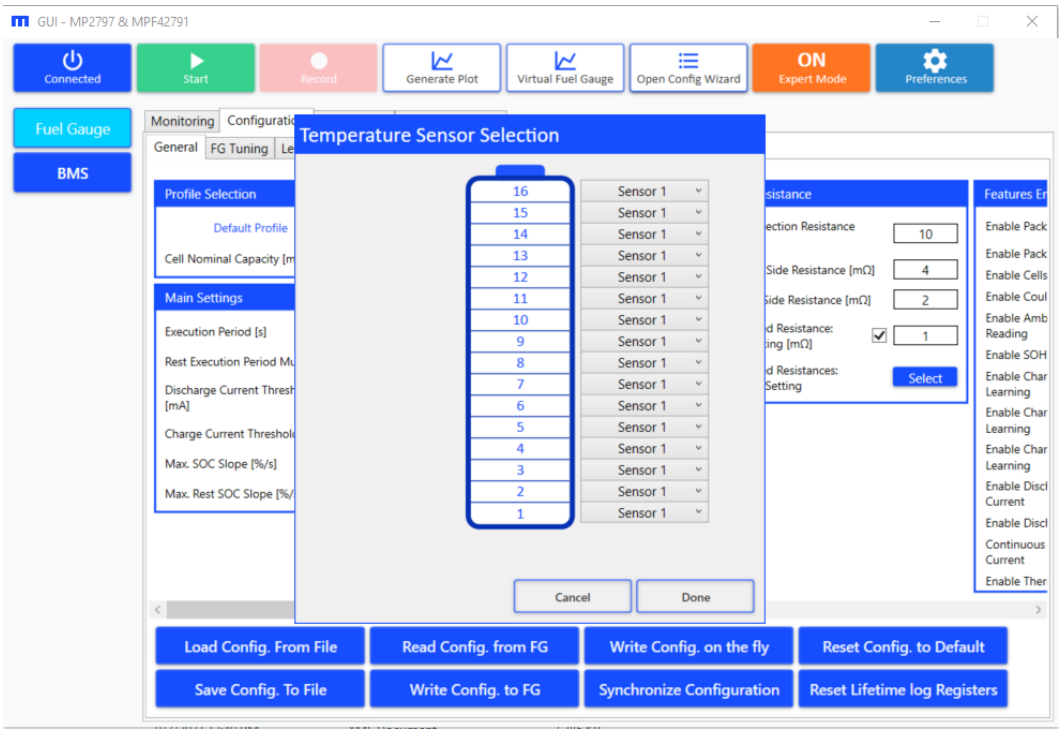

Figure 43: Temperature Sensor Selection Window
b. The second “Select” button opens the wizard to assign a temperature sensor to each cell (see Figure 43). Note that the number of temperature sensors should be set first.